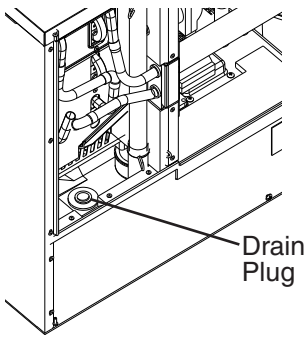

Fig. 21
9) Remove the front panel and front insulation panel. Next, remove the drain plug located in the bottom of the water tank. Allow the water tank to drain. See Fig. 21.